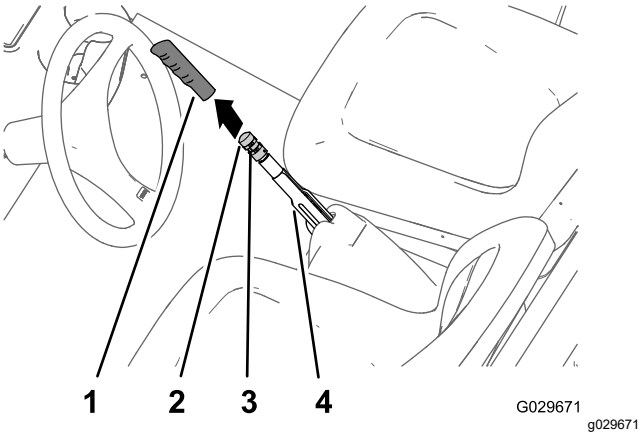

Figur 66
1. Ta bort handtagsgreppet från parkeringsbroms-spaken (Figur 66).
2. Lossa ställskruven som håller fast bromsjuste-ringsvredet på parkeringsbromsspaken (Figur 66).
3. Vrid bromsjusteringsvredet tills det når en kraft på 133–156 N för att koppla in parkeringsbromsspaken (Figur 66).
4. Dra åt ställskruven och montera handtagsgreppet (Figur 66).
1. Ta bort handtagsgreppet från parkeringsbromsspaken (Figur 66).
2. Lossa ställskruven (Figur 66) som håller fast bromsjusteringsvredet på parkeringsbromsspaken, koppla ur parkeringsbromsen och lossa bromsjusteringsvredet.
5. Vrid bromsjusteringsvredet (Figur 66) tills en kraft på 133–156 N krävs för att koppla in parkeringsbromsspaken.
C. Vrid bromsjusteringsvredet (Figur 66) så att det behövs en kraft på 133–156 N för att koppla in parkeringsbromsspaken.
- Dra åt ställskruven och montera handtagsgreppet (Figur 66).